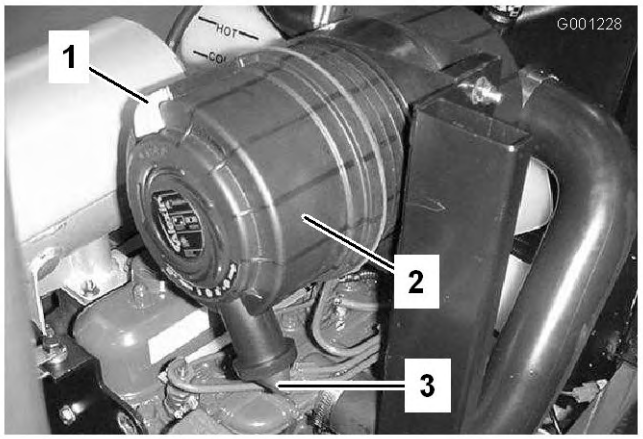

Figure 46
1. Tirez le verrou vers l'extérieur et tournez le couvercle du filtre à air dans le sens anti-horaire (Figure 46).
2. Déposez le couvercle du corps du filtre à air (Figure 46).
8. Montez le couvercle en dirigeant la valve de sortie en caoutchouc vers le bas, entre 5:00 et 7:00 heures environ vu de l'extrémité (Figure 46).